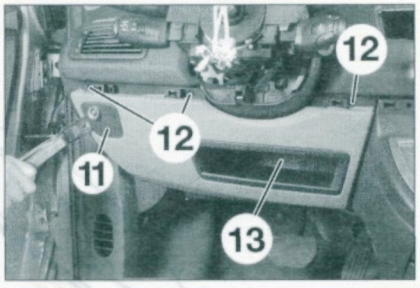

FIGURE 9-29
• Déposer la platine de l'interrupteur ESP (11) **(figure 9-29)**.
• Déposer les vis de fixation supérieures (12) de la garniture **(figure 9-29)**.
• Décliper la prise diagnostique (13) **(figure 9-29)**.